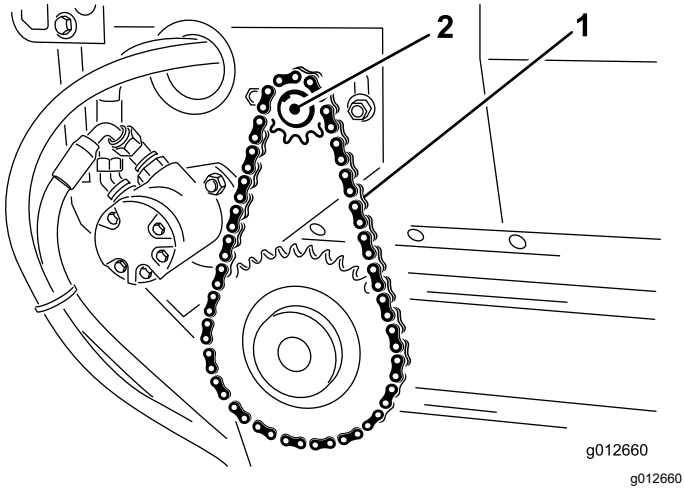

Figur 24
3. Løsn boltene og møtrikkerne, der fastgør motoren og kædehjulet til hovedstellet (Figur 24).
4. Drej motor- og kædehjulssamlingen (Figur 24) i monteringshullerne, indtil transportbåndets kæde afbøjer 3,2 mm.
5. Tilspænd monteringsboltene (Figur 24).